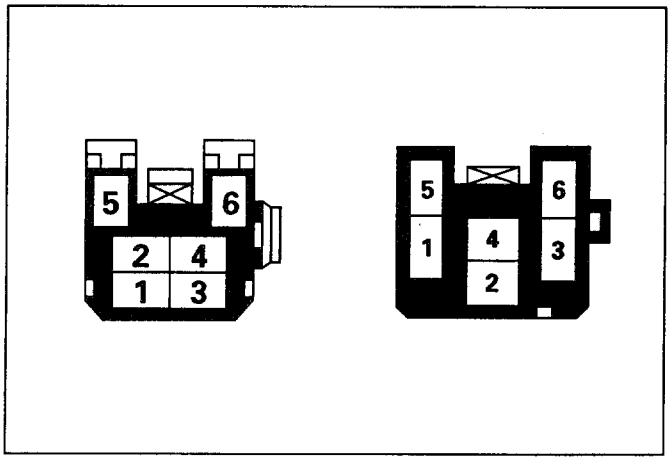

Fig. 8-38
2. The connectors used for relays have their own terminal number assignment, irrespective of the above rule (Fig. 8-38).